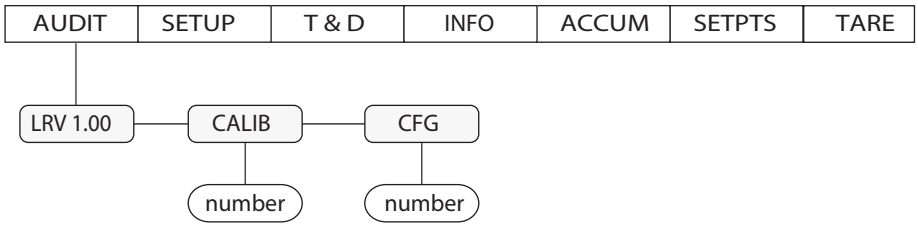

*Figura 3-3. Estructura del menú Audit*
| AUDIT | Audit Trail (pista de auditoria) | Muestra la versión de firmware legalmente relevante (LR), el conteo de configuración y el conteo de calibración, consulte la Figura 3-3 en la página 39. |